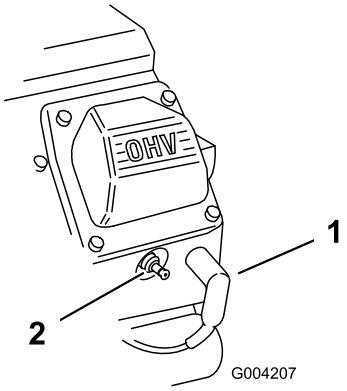

**Figuur 49**
2. Trek de kabels van de bougies (Figuur 49).
3. Druk de bougiekabels op de bougies (Figuur 49).